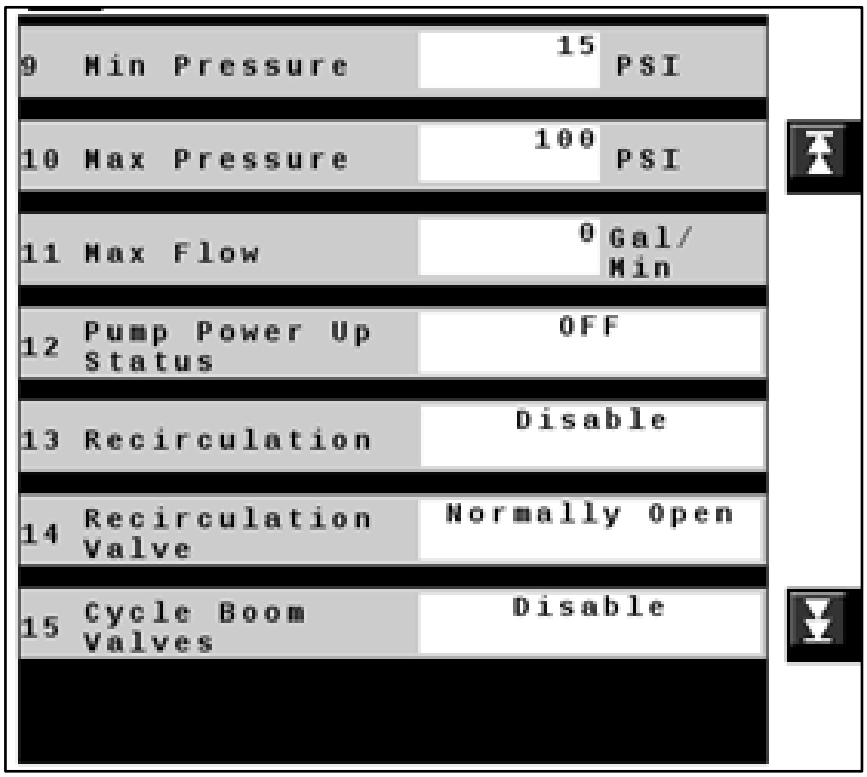

Figure 15 — Pump Setup Page 2
28. *Figure 15:* Use the **Scroll Down** icon to view the second page and verify the values there as well.